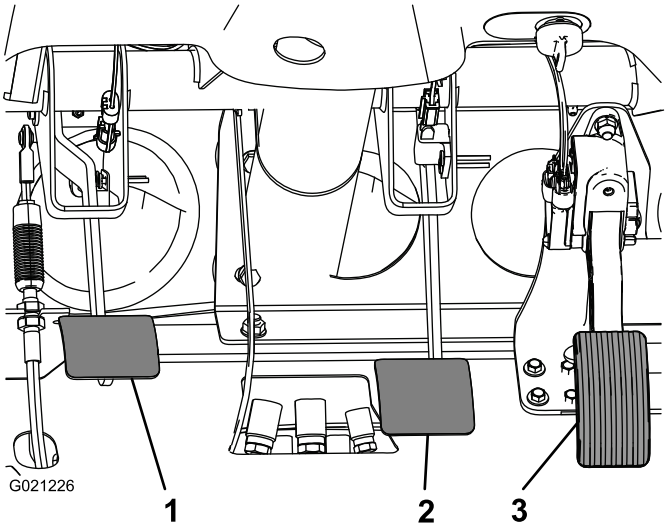

**Figur 65**
2. Lätta på bromspedalen (Figur 65) tills den vidrör ramen.
3. Lossa låsmuttrarna som håller oket till huvudcylinderaxeln (Figur 65).